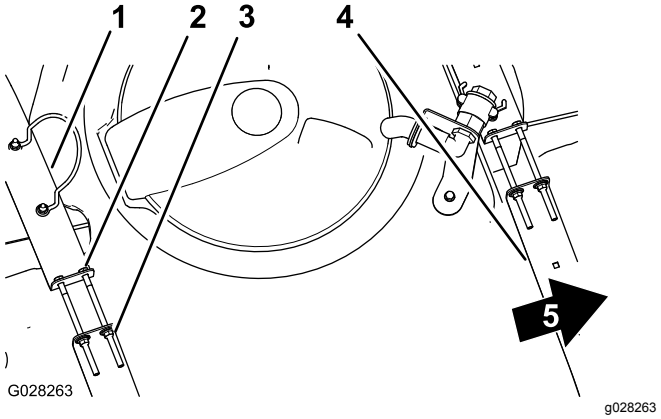

Figur 68
2. Sjekk om det er bevegelse mellom tankstroppene og tanken (Figur 68).
3. Hvis tankstroppene er løse, strammer du flenselåsemutterne og boltene øverst på stroppene til de er plan med tanken (Figur 68).